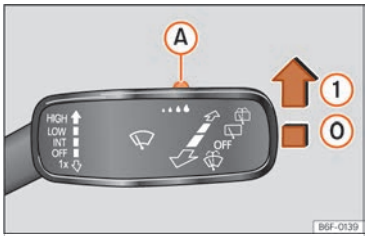

Fig. 78 Palanca del limpiaparabrisas: ajustar el sensor de lluvia (A).
Presione la palanca a la posición deseada ››› fig. 78.
Tras desconectar el encendido y volver a conectarlo, el sensor de lluvia permanece activado y funciona de nuevo cuando el limpiaparabrisas está en la posición ››› fig. 78 (1) y se circula a más de 16 km/h (10 mph).